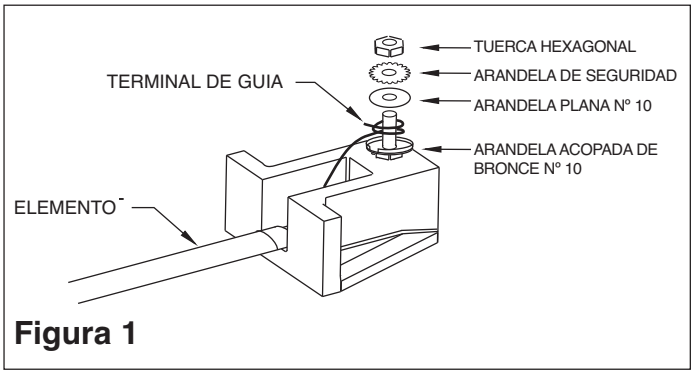

Figura 1
3. Extraiga la tuerca hexagonal Nº 10, arandela de seguridad y arandela plana del perno prisionero terminal. Inserte el terminal anular del elemento en el perno prisionero terminal al tope de la arandela acopada (bronce). Vuelva a colocar la arandela plana, arandela de seguridad y tuerca hexagonal. Ajuste la tuerca. Refiérase a la Figura 1.